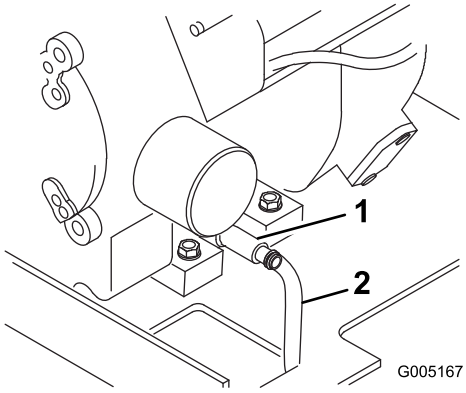

Figura 21
4. Coloque un extremo de una manguera en la válvula de vaciado y el otro extremo en un recipiente (Figura 21).
5. Abra la válvula de vaciado girándola en el sentido contrario a las agujas del reloj, tirando hacia fuera mientras la gira (Figura 21).